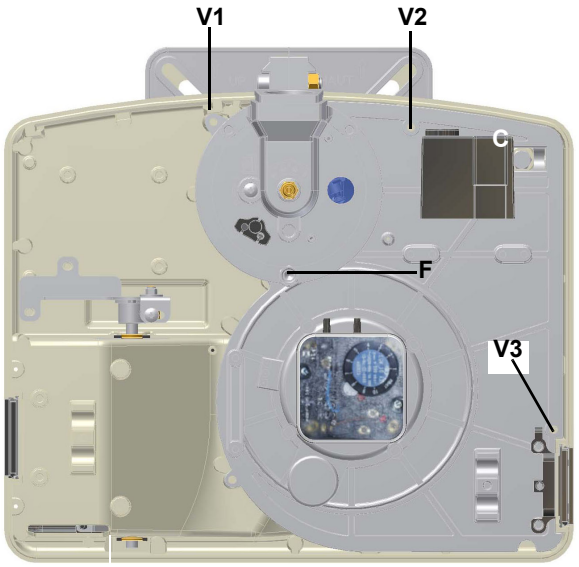

Fig. 33
- montaggio esame e pulizia testa di combustione (vedi Fig. 33 e successive).
1 togliere la piastra componenti **C** del bruciatore, rimuovendo le 4 viti **V1**, **V2**, **V3** e il perno di fissaggio **F** (Fig. 33);